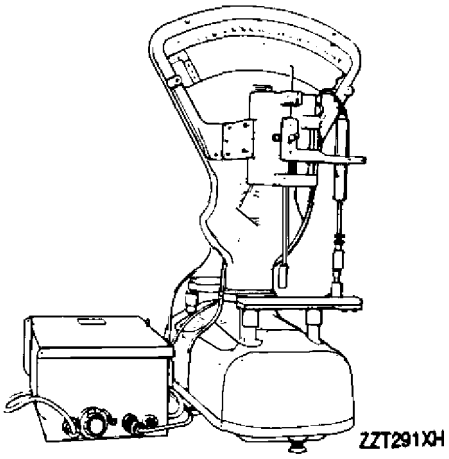

Figure 10. 6799675 Spring Tester
q. Inspect face seal (32) for wear. Discard if wear exceeds 0.020 in.
r. Inspect speed sensitive valve shaftgear (45) for wear or grooving on end diameter (0.500 − 0.499 in.) that contacts oil seal (44).
(1) If depth of this wear is less than 0.001 in. the part is serviceable.
(2) If wear is between 0.001 − 0.0050 in., grind diameter as required to clean up wear. Heat treat, chrome plate (AMS 2406), and finish grind per WP 018 00.
(3) Thickness of plating shall not exceed 0.0050 in. after grinding. If wear exceeds 0.0050 in., scrap the part.
s. Using 6799675 spring tester (figure 10) check springs as follows: